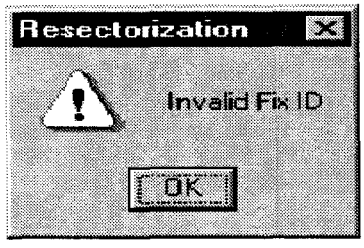

FIGURE 4-27. NO FIX ID ERROR MESSAGE
(1) If the OK button is pressed with an invalid Fix ID an error message box, Figure 4-27, is displayed and the message is not sent.